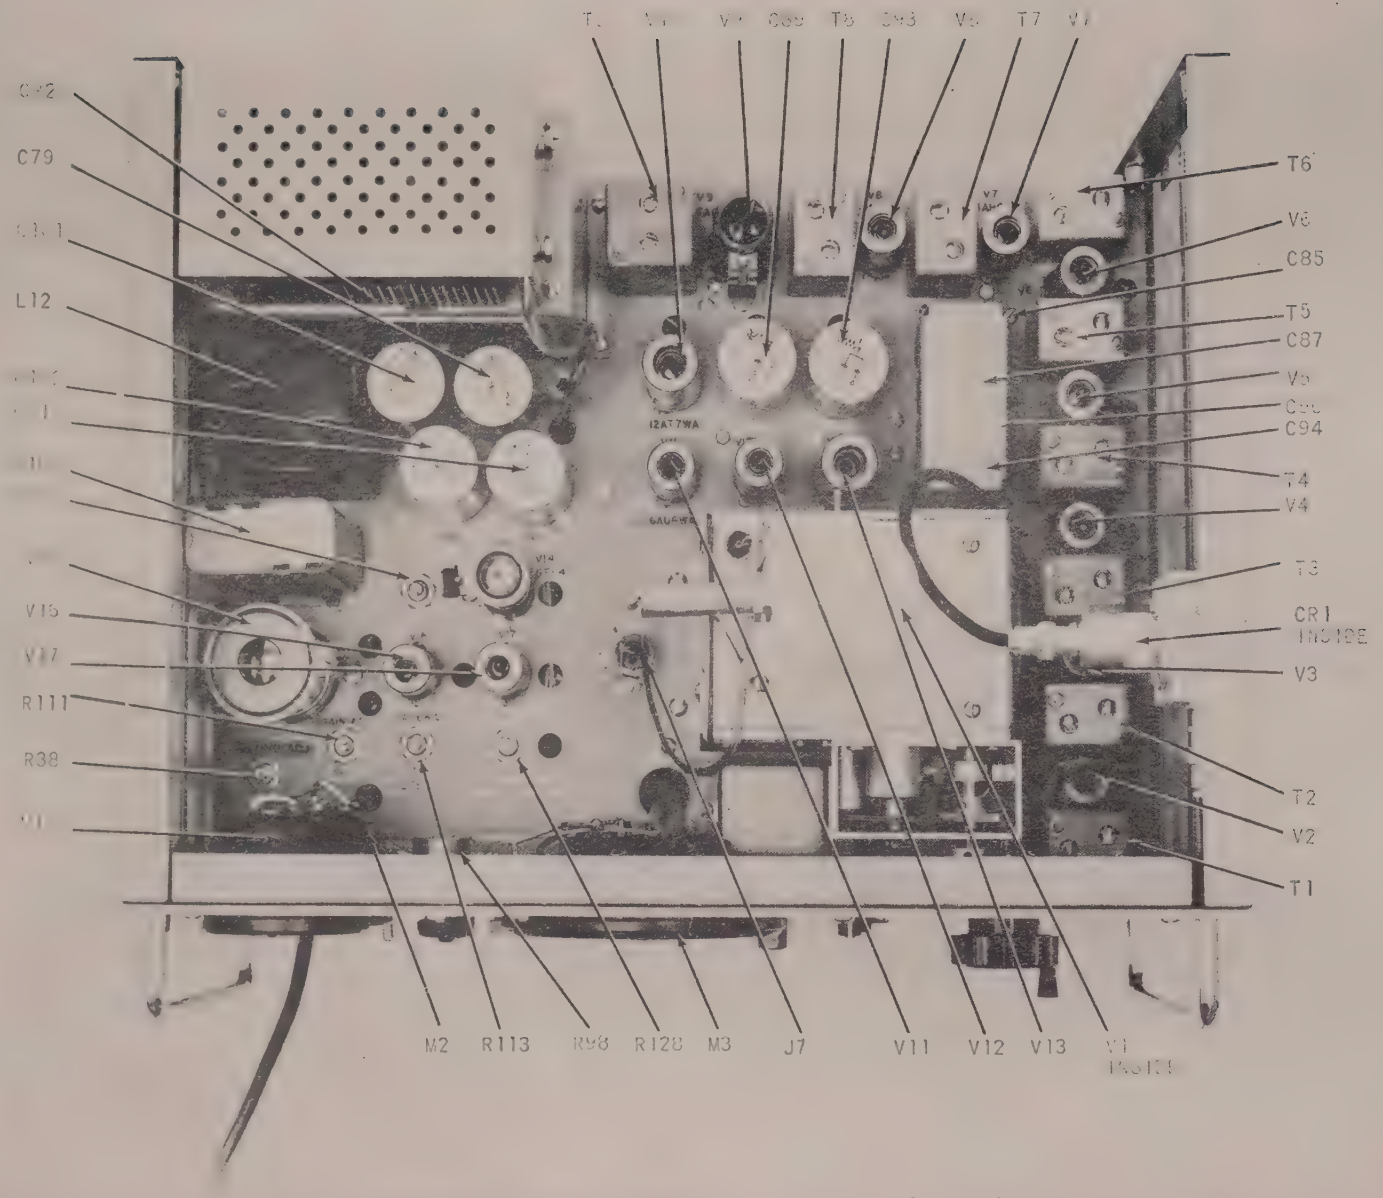

Figure 3. Modulation Meter Top View of Chassis
a. When any critical circuit in the Modulation Meter is repaired or altered, an alignment check is required. If a circuit is found to need alignment, follow the procedures described in the following paragraphs. Before starting, remove the dust cover from the Modulation Meter. Refer to Figures 3, 4, and 5 for alignment points. Allow 1/2 hour for instrument warm-up before making any adjustments. When additional test equipment is used, allow a warm-up period for this equipment as prescribed in the appropriate instruction manual.